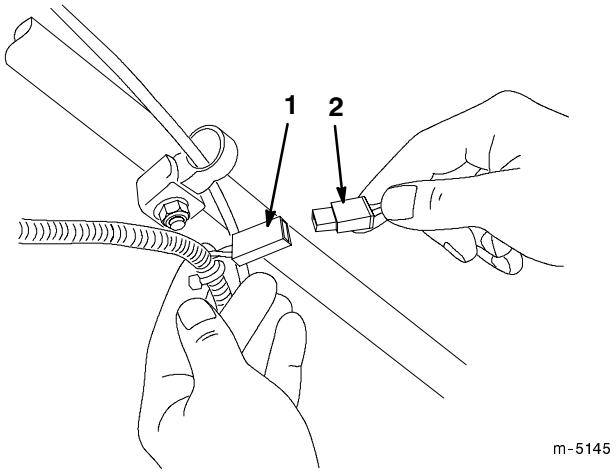

Figure 35
4. Connect the lead of the battery charger (supplied with your lawn mower) to the wire harness lead (Fig. 35).